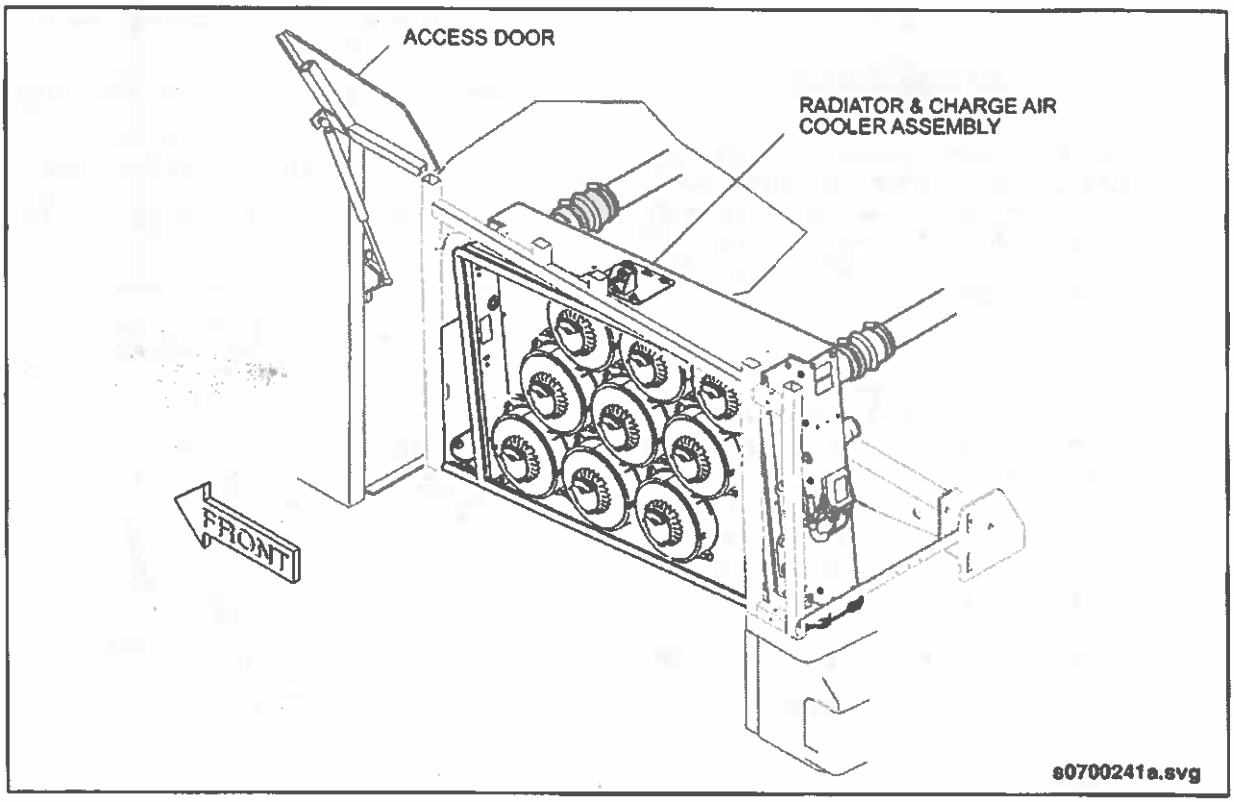

Fig. PM-25: Radiator Inspection
2. Check radiator and charge air cooling cores for leaks and for accumulation of dirt which obstructs air passage. As required, operate the fan reverse button on the engine gauges panel to assist in removing debris from the cores. Repair all cooling system leaks immediately. See "Fig. PM-25: Radiator Inspection" on page 51.